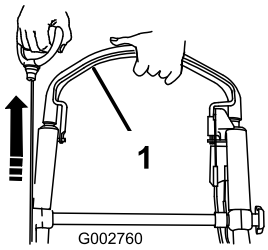

Figur 23
2. Hold bøjlen til knivens kraftudtag helt op mod håndtaget og træk i tilbageslagsstarteren (Figur 23).